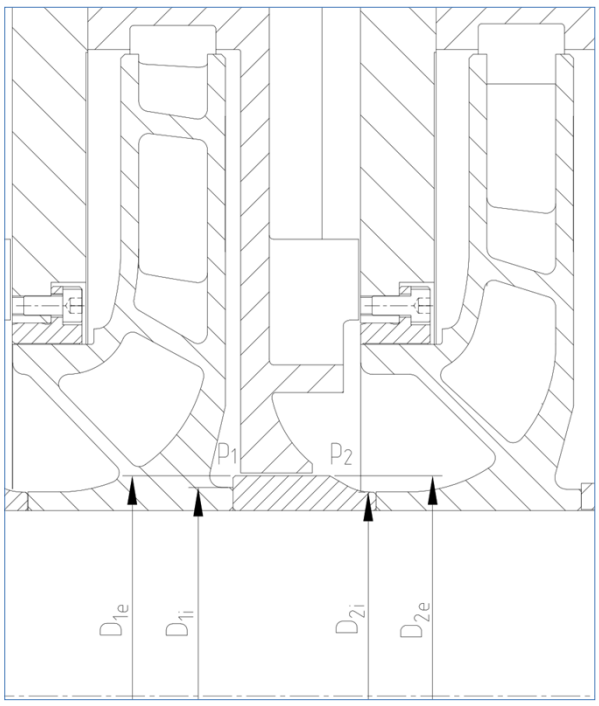

Figure 4.2: Interstage sleeve between consecutive impellers in horizontal pumps.
1) If the interstage sleeve is installed between consecutive single suction impellers (refer to *Figure 4.2*), p_1 is the previous stage impeller's differential pressure reduced by the centrifugal effect on the rear shroud (refer to **SOP-435** and **Mod.530** for further details) and p_2 is the suction pressure of the next stage impeller (equal to the total differential pressure of the previous stage, downstream the volute or the diffuser).